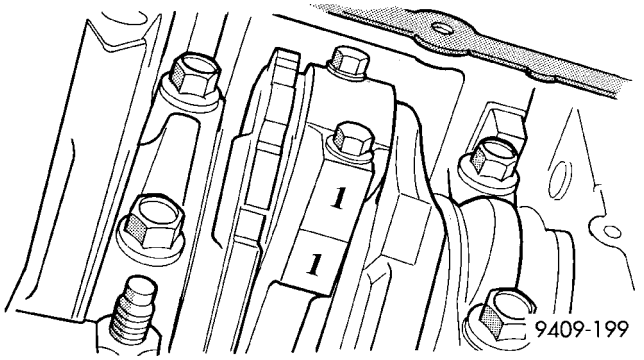

Fig. 79 Identificación de la biela en el cilindro
(2) Retire el colector de aceite. Escriba el número de cilindro en el lateral de la biela y tapa (Fig. 79) para la identificación.